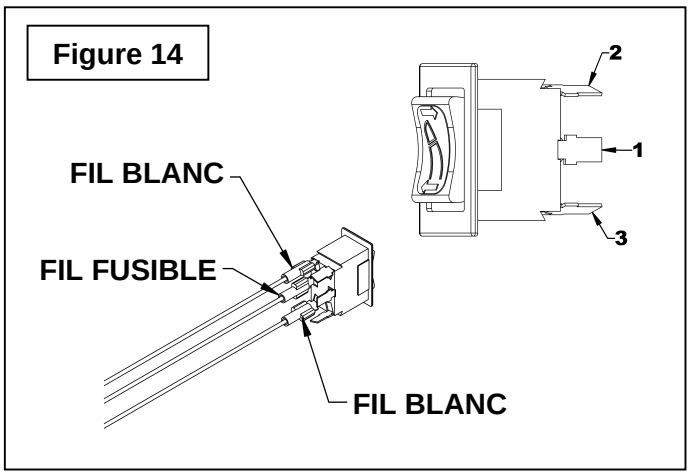

Figure 14
21. Figure 14: Connecter le fil fusible à la lame 1 (item 1) - au centre, un fil blanc à la lame 2 et l'autre à la lame 3 de l'interrupteur.